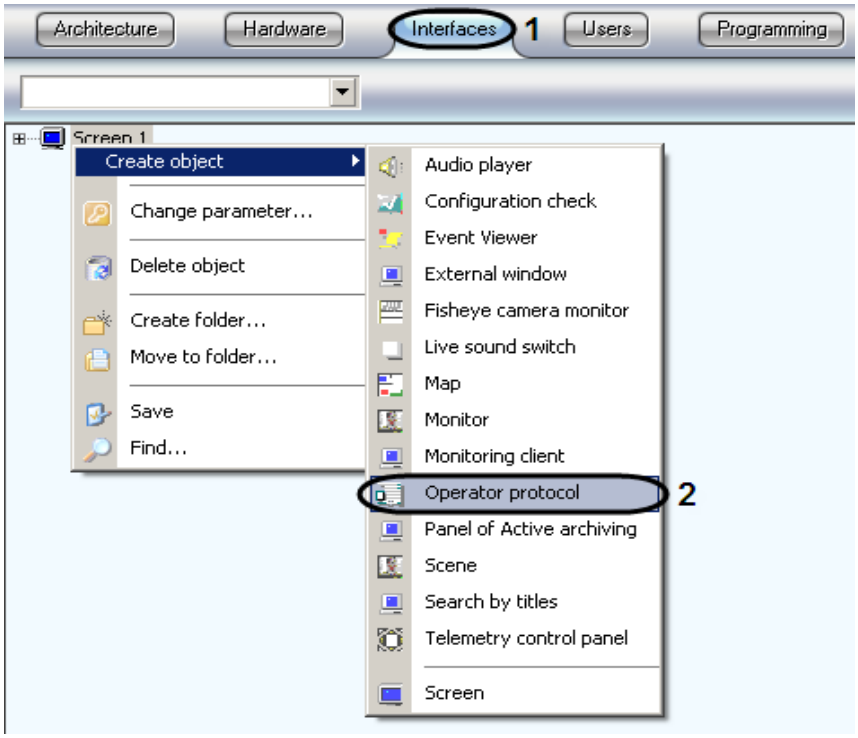

Figure 8.19-9 Creating the "Operator protocol" object
1. Select the "Interfaces" tab in the "System Settings" dialog box (Figure 8.19-9, 1).
2. In the context menu of the "Screen" object on which the created object is to be based, select the "Operator protocol" item in the "Create object" submenu (Figure 8.19-9, 2).